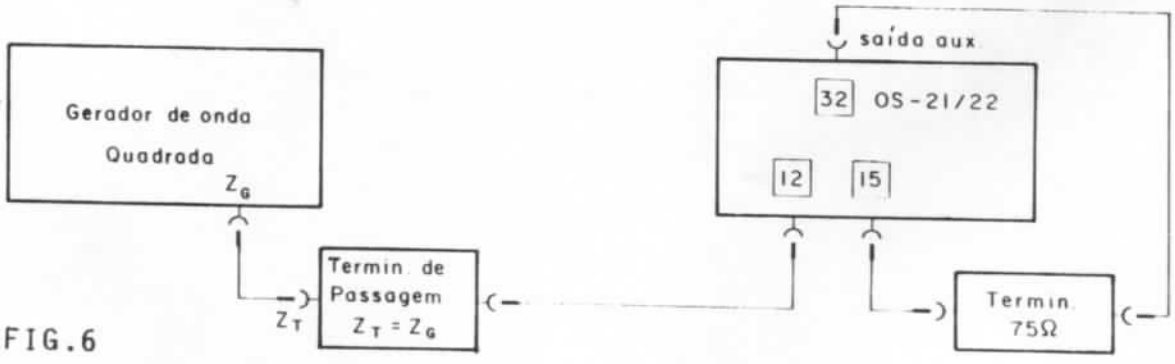

FIG.6
6.10.3 Interligue agora através de uma terminação de 75Ω, a saída do amplificador auxiliar [32] e a entrada vertical II [15], conforme fig. 6.